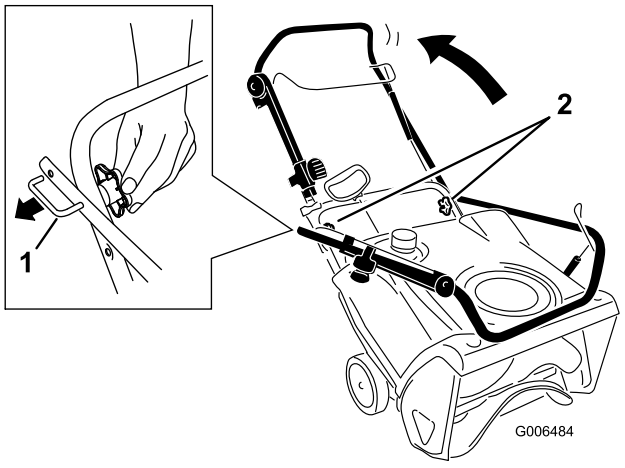

Rysunek 4
1. Odkręć pokrętła i wysuwaj blokady uchwytu w kształcie litery U", aż można będzie swobodnie zmieniać jego położenie, po czym obróć uchwyt do pozycji roboczej (Rysunek 4).